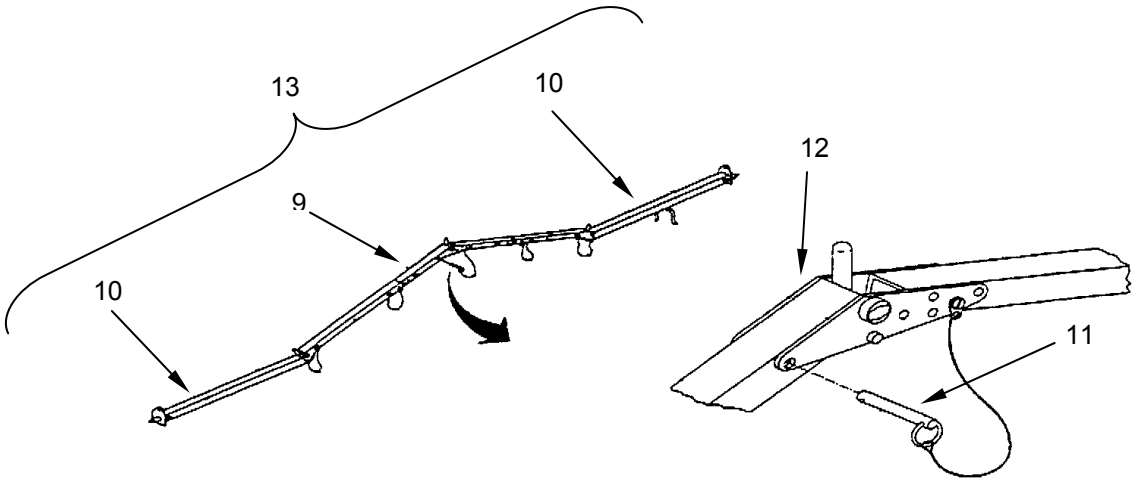

Figure 4. Arch Assembly.
1. Remove roof arch assembly **(Figure 4, Item 9)** and side arch assemblies **(Figure 4, Item 10)** from frame sections cover assembly bundle.
2. Ensure all quick release pins **(Figure 4, Item 11)** are disengaged.
3. Use the tent pin alignment tool to align holes in roof arch assembly **(Figure 4, Item 9)** with holes in ridge gusset plate **(Figure 4, Item 12)**. Insert quick release pin **(Figure 4, Item 11)**.
4. Move side arch assembly **(Figure 4, Item 10)** away from roof arch assembly **(Figure 4, Item 9)**.
5. Connect roof arch assembly **(Figure 4, Item 9)** and side arch assemblies **(Figure 4, Item 10)** to form arch assembly **(Figure 4, Item 13)**.
6. Lay arch assembly **(Figure 4, Item 13)** flat on the ground.